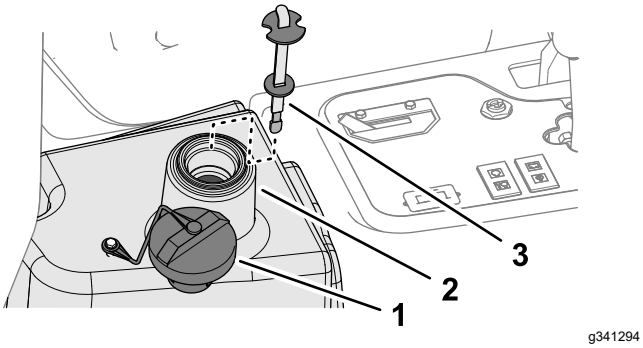

Figur 93
2. Gör rent omkring hydraulvätsketankens påfyllningsrör och lock (Figur 93) och ta sedan bort locket.